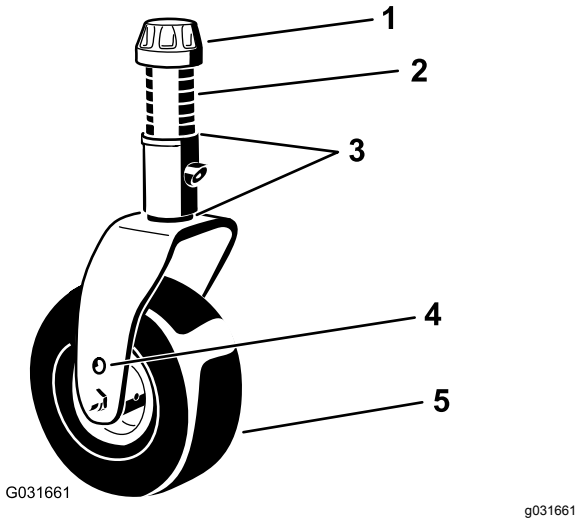

Figur 21
4. Bruk den medfølgende skrunøkkelen for styrehjulshetten, løsne hetten og fjern den fra styrehjulets spindelaksel og skyv styreakselen ut av styrearmen (Figur 21).